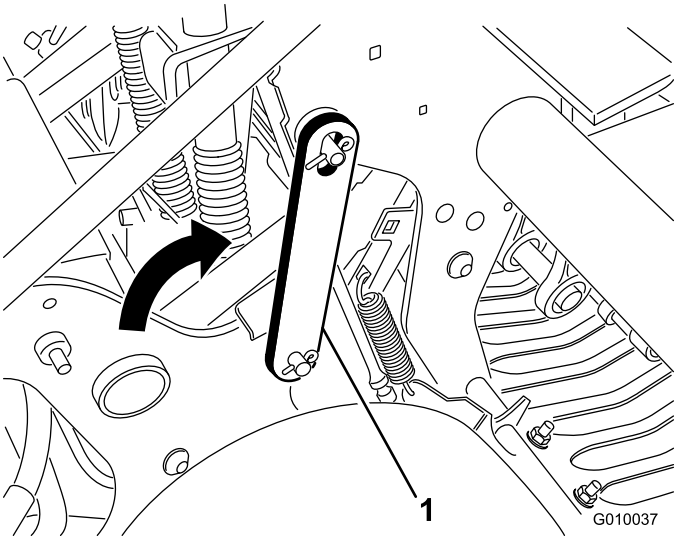

**Figur 21**
3. Drej servicelåsen bagud, og sæt den fast på kernehovedstiften (Figur 21). Fastgør den med klemmeringen.